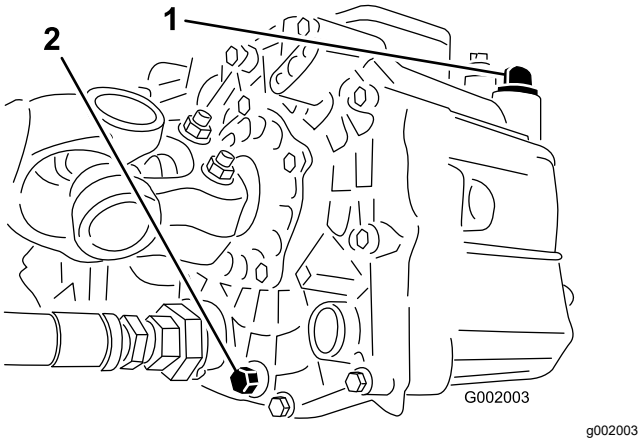

Figuur 56
3. Verwijder de aftapplug uit de zijkant van het reservoir en laat de hydraulische vloeistof in de opvangbak lopen (Figuur 56).